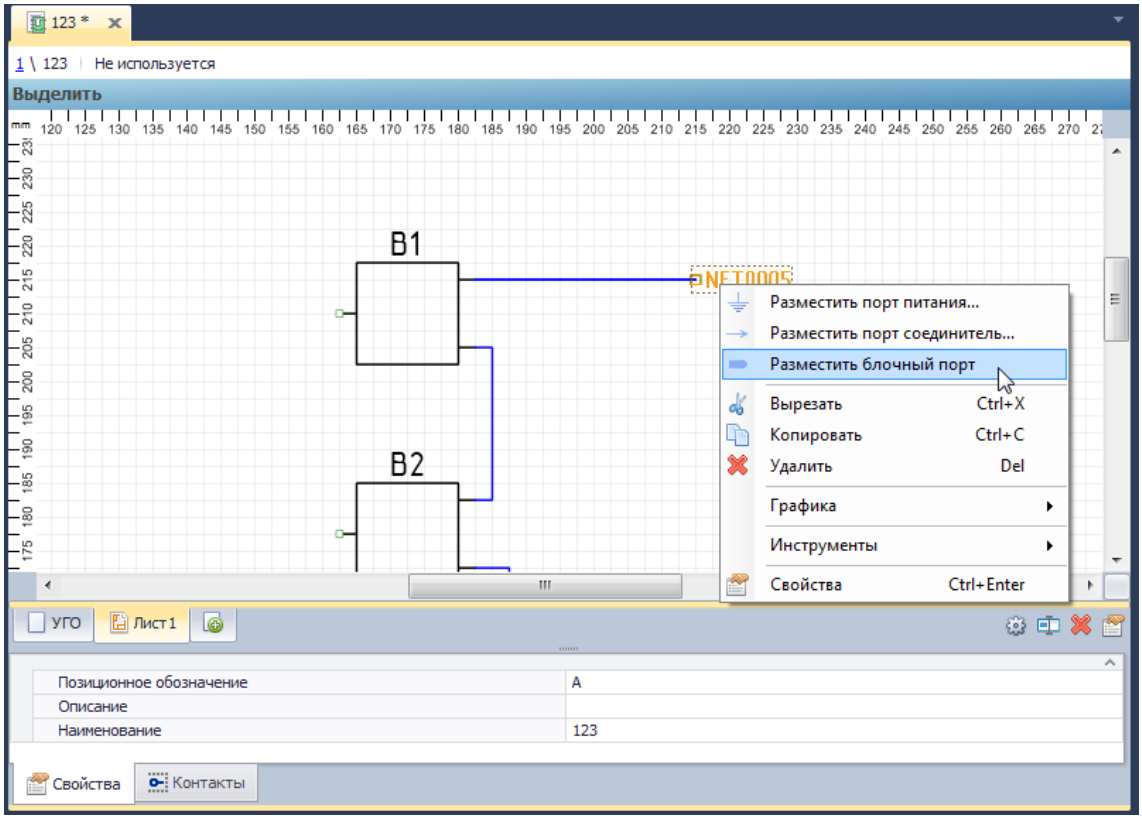

Рис. 580. Размещение блочного порта на свободном окончании цепи
1. Выбрать свободное окончание цепи, вызвать контекстное меню и выбрать пункт «Разместить блочный порт…», см. Рис. 580.